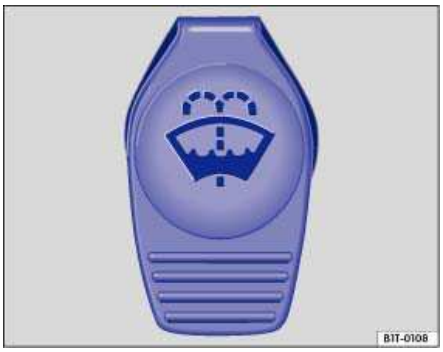

Fig. 92 In the engine compartment: Cap of the windshield washer fluid reservoir.
- The windshield washer fluid reservoir can be identified by the symbol on its cap ⇒ fig. 92.